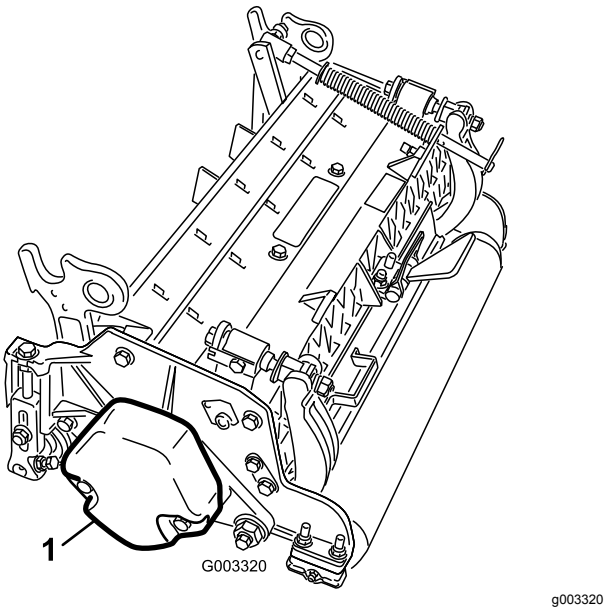

Figure 4
4. Veillez à monter le contrepoids (Figure 4) du bon côté sur chacune des unités de coupe, comme expliqué dans le *Manuel de l'utilisateur* des unités de coupe.